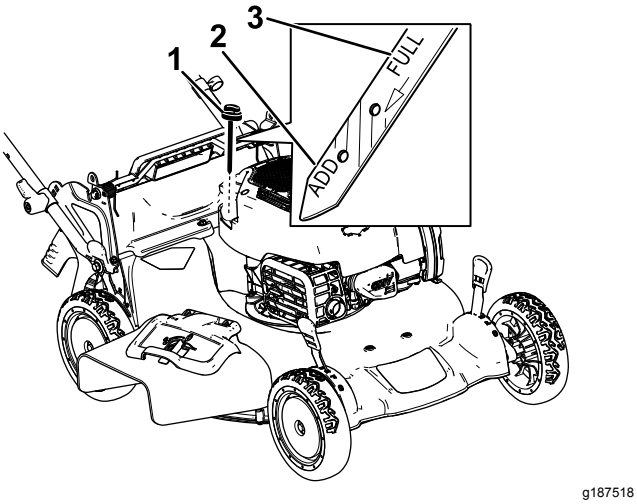

Figur 12
2. Lossa oljestickan genom att vrida locket moturs och dra stickan uppåt (Figur 12).
5. Läs av oljenivån på oljestickan (Figur 12).
- Om oljestickan visar att oljenivån är för låg (Figur 12) fyller du försiktigt på lite renande olja av typen SAE 30 eller SAE 10W-30 i påfyllningsröret, väntar i tre minuter och upprepar steg 3 till 5 tills oljestickan visar korrekt nivå.
- Om oljestickan visar att oljenivån är för hög (Figur 12) tappar du ut överflödig olja tills oljestickan visar korrekt nivå. Se Byta ut motoroljan (sida 23).